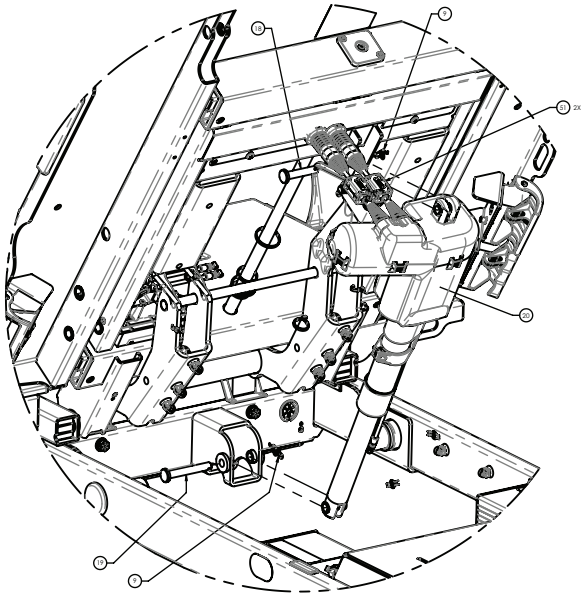

Figure 28 – Remplacement de l’actionneur du relève-buste
8. À l’aide d’une pince à becs fins, retirer les deux clips de retenue de goupille bêta (9) des axes à épaulement (18, 19) qui fixent l’actionneur (20) à l’ensemble soudé du plan de couchage et à l’ensemble soudé du relève-buste (Figure 28).
9. Tout en soutenant l’actionneur (20) d’une main, retirer l’axe à épaulement du côté tête (18), puis abaisser l’actionneur (Figure 28).
14. Tout en soutenant l'actionneur (20) d'une main, retirer l'axe à épaulement du côté pieds (19), puis abaisser l'actionneur (Figure 28).